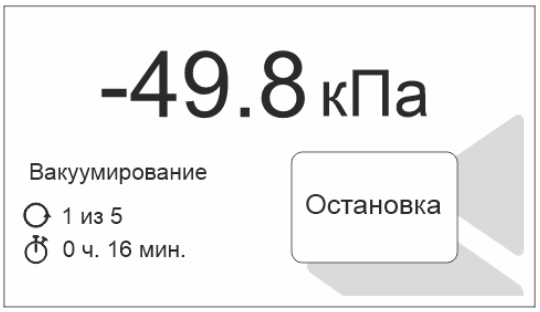

Рисунок 9 – Процесс очистки.
4. Выберите пункт ЗАПУСК для начала очистки (рис. 5). После выбора данного пункта Устройство сообщит о переходе в режим очистки (рис. 9).